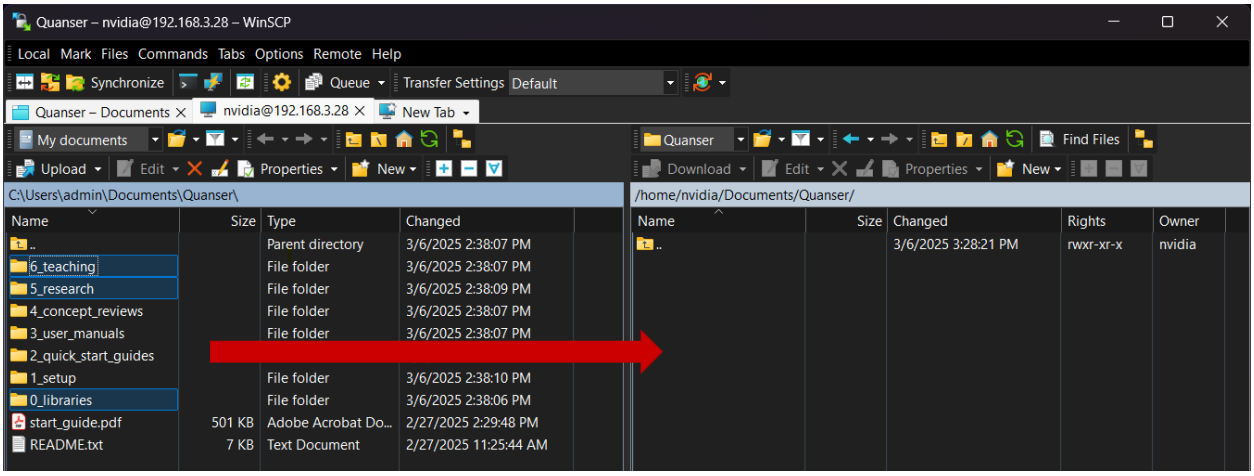

Figure 2. Transferring files to QCar
2. Using WinSCP, on your PC side, navigate to `Documents/Quanser`. On the QCar 2 side, navigate to your new *Quanser* folder. Your WinSCP window should look like figure 2. From your PC side, copy/drag the **0_libraries, 5_research** and **6_teaching** folders over to your new Quanser folder in the QCar2.